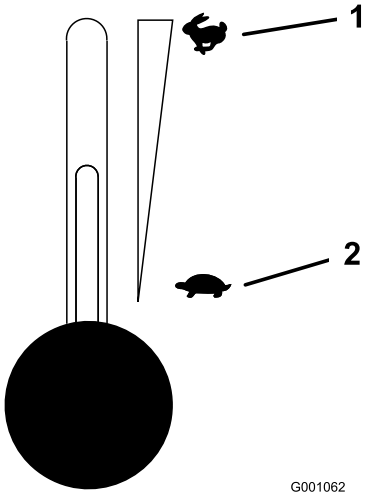

Figur 15
5. Flyt gashåndtaget til midterpositionen (Figur 15).
2. Flyt gashåndtaget midtvejs mellem hurtig og langsom position (Figur 15).